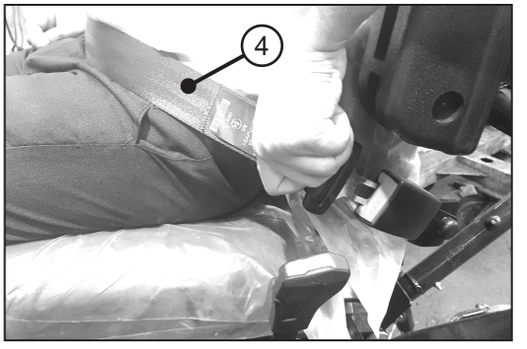

Рис. 3.9c
- Ремень безопасности (4, рис. 3.9c).